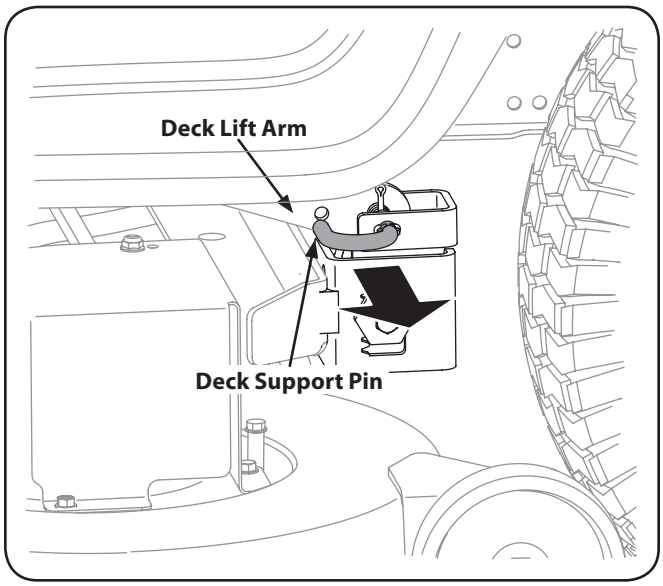

Figure 7-3
7. On 46″ Decks: Looking at the cutting deck from the left side of the tractor, locate the deck support pin on the rear left side of the deck. Pull the deck support pin outward to release the deck from the deck lift arm. See Fig. 7-3.